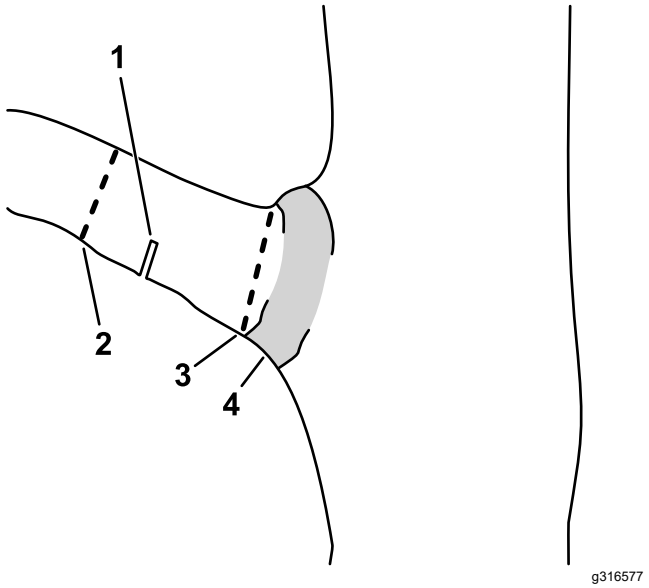

Figure 14
C. Coupez le chicot au niveau du collet de la branche (Figure 14).